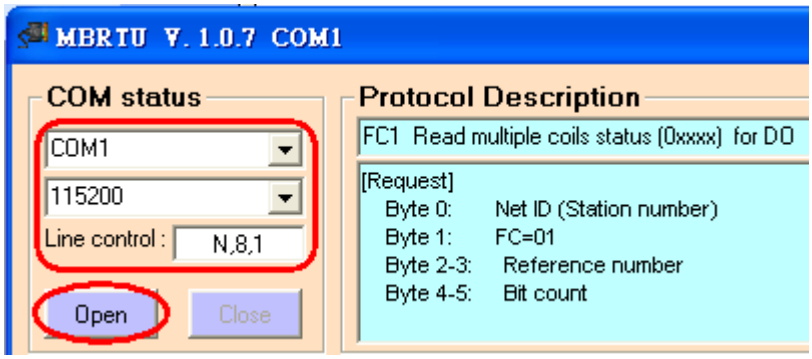

Figure 22: MB/RTU Tool
Step 4: Run the MB/RTU tool (like Figure 22) on PC.
(1) Set the PC COM port number
(2) Set the baud rate to 115200
(3) Set the Line control to “N,8,1”
(4) Click “Open” button